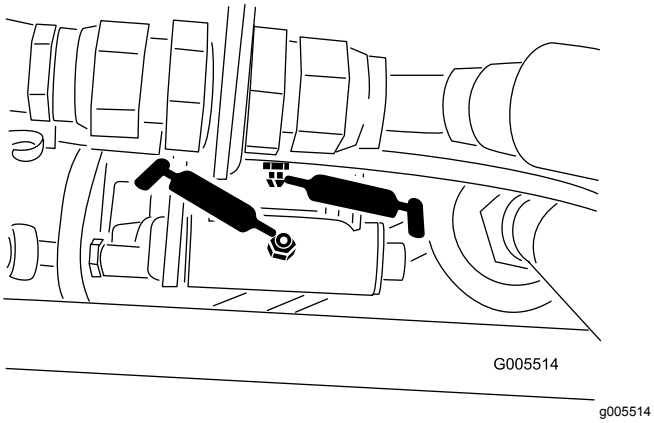
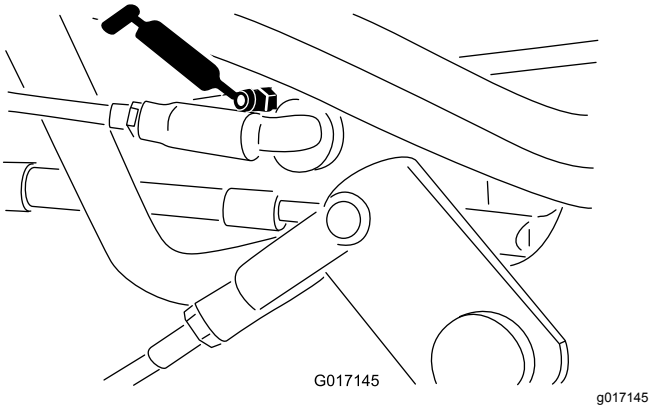

Figure 34
Figure 35
- Speed-selector linkage (Figure 34 and Figure 35)